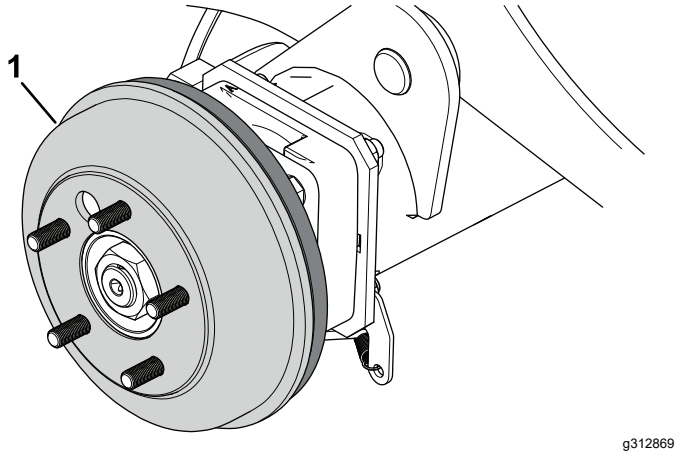

**Figura 71**
4. Rimuovete manualmente i tamburi del freno (Figura 71).